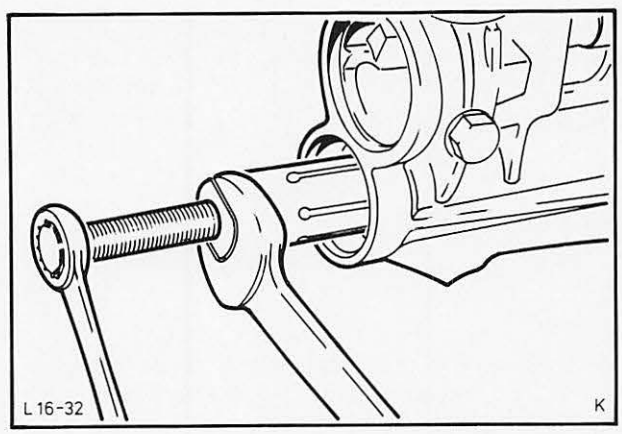

Abb. 45 Büchse – Getriebeverlängerung mit Spezialwerkzeug 16-025 ausziehen
10. Büchse – Getriebeverlängerung mit Spezialwerkzeug 16-025 ausziehen, Abb. 45.